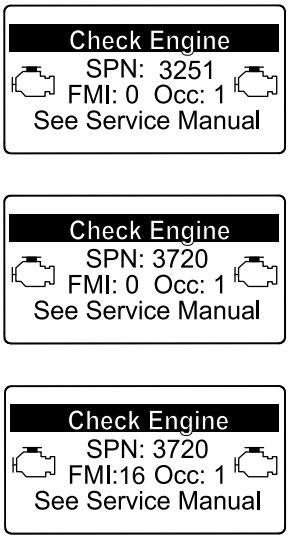

Figur 58
- Hvis motorfejl CHECK ENGINE SPN 3251 FMI 0 (tjek motor-spn 3251, fmi 0) eller CHECK ENGINE SPN 3720 FMI 0 (tjek motor-spn 3720, fmi 0) eller CHECK ENGINE SPN 3720 FMI 16 (tjek motor-spn 3720, fmi 16) vises i infocenteret (Figur 58), skal sodfilteret rengøres ved hjælp af følgende trin: